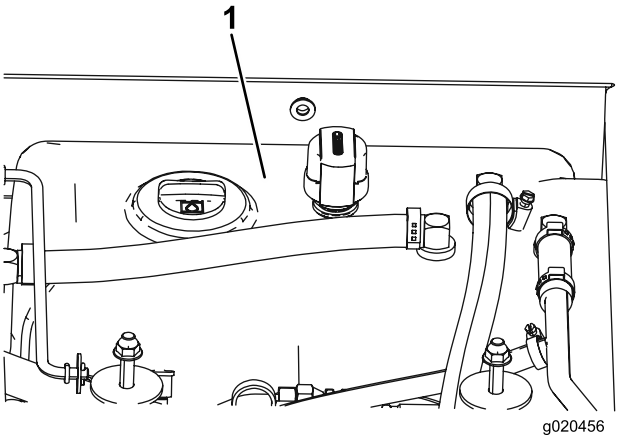

Figuur 68
3. Vul het reservoir (Figuur 68) met hydraulische vloeistof; zie Controleren van de hydraulische vloeistof.